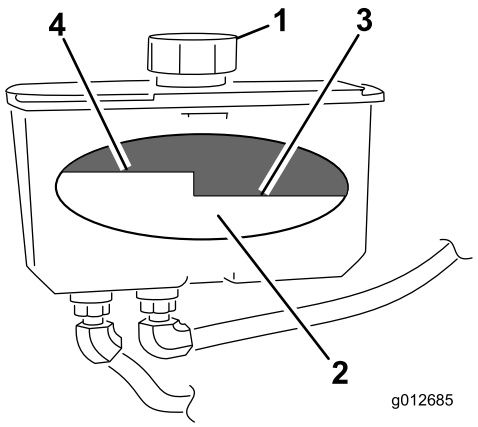

Figure 73
4. Nettoyez la surface autour du bouchon et du goulot de remplissage du réservoir hydraulique (Figure 73).
5. Retirez le bouchon du goulot de remplissage. Vérifiez le niveau d'huile à l'intérieur du réservoir (Figure 73).
Remarque: Lorsque l'huile est chaude, elle doit atteindre le haut du repère “à chaud” sur le déflecteur (Figure 73).